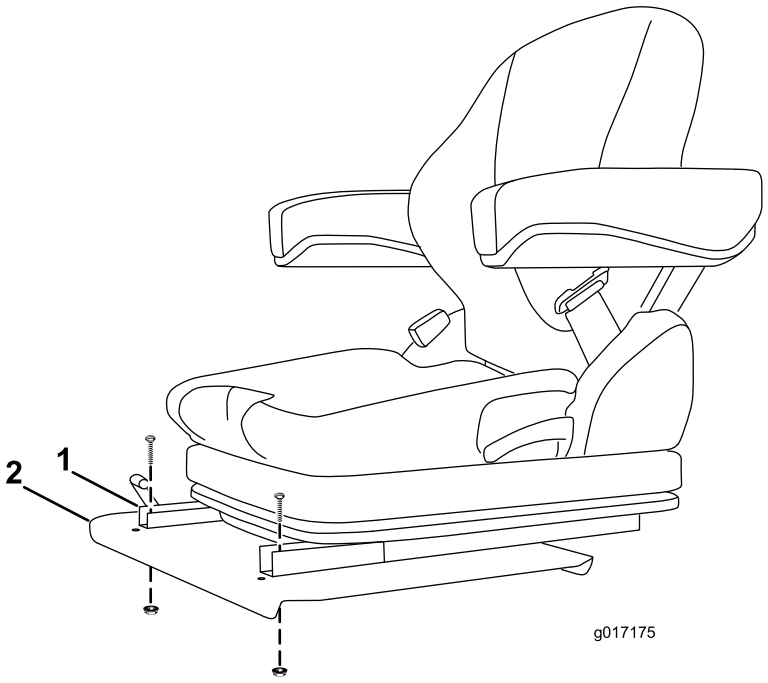

Figura 5
2. Montate la parte anteriore di ciascuna guida di scorrimento alla base del sedile utilizzando un bullone e un dado flangiato (Figura 5).